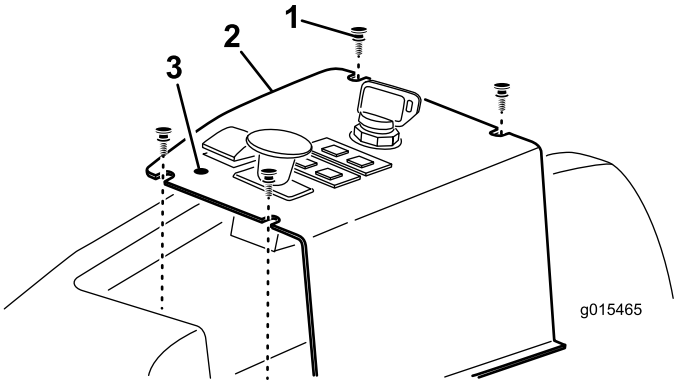

Figur 13
1. Lokalisera och punktera försiktigt kontrollpanelens dekal framför lyftbrytaren så att du kommer åt monteringshålet för låsspaken (Figur 13).
2. Ta bort de fyra skruvarna som håller fast kontrollpanelen på maskinen (Figur 13).